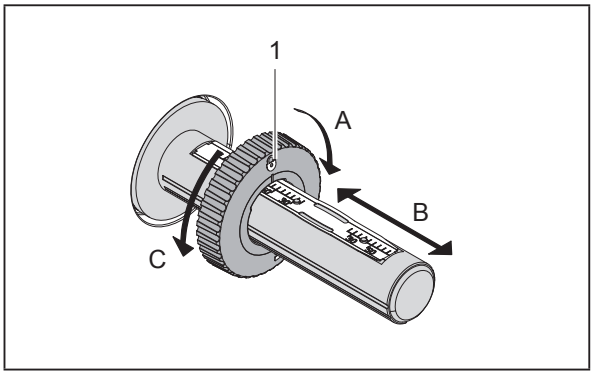

Figure 11 Guide Adjustment
- ▶ Set guide (1) on the ribbon supply hub to the correct transfer ribbon width („Figure 11 Guide Adjustment“):
- Hold the hub and unlock the guide (1) by turning it in direction A.
- ▶ Slide transfer ribbon roll (5) onto the ribbon supply hub (3) until it reaches the guide (1) so that the color coating of the ribbon faces downward when being unwound.